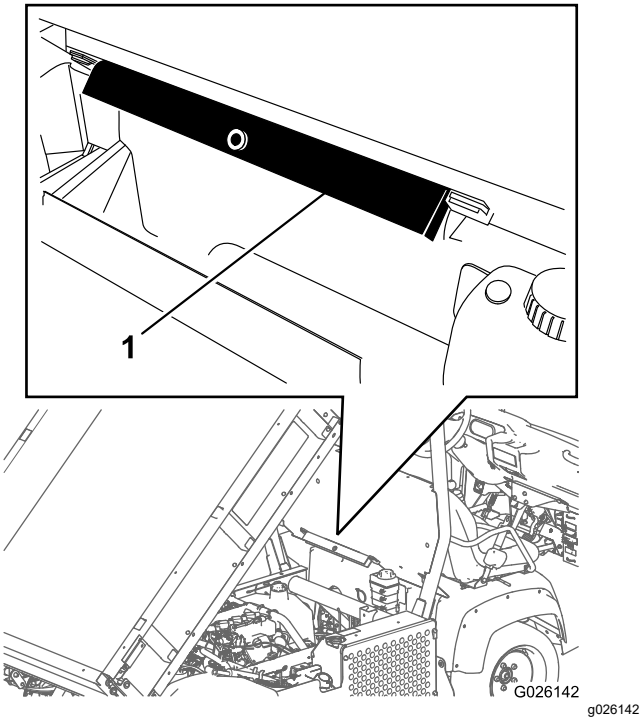

図 21
2. ROPS パネルの後ろについている保管用ブラケットから荷台サポート安全サポートを取り外す図 21。